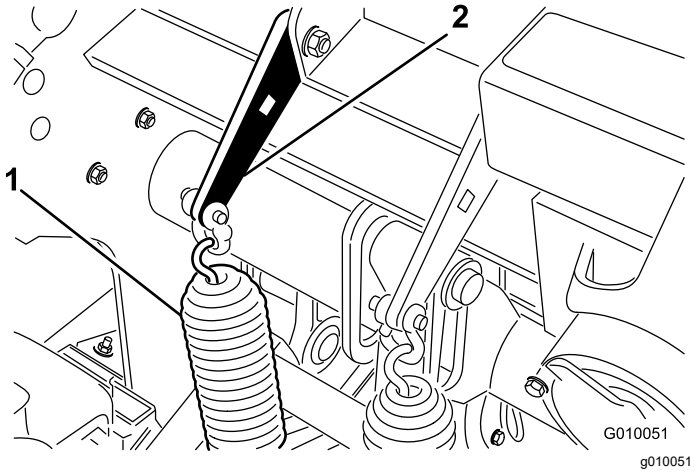

Rysunek 27
2. Odkręć nakrętki śrub zamkowych mocujących wsporniki sprężyn do głowicy wgłębnej (Rysunek 27). Nie zdejmuj ich.